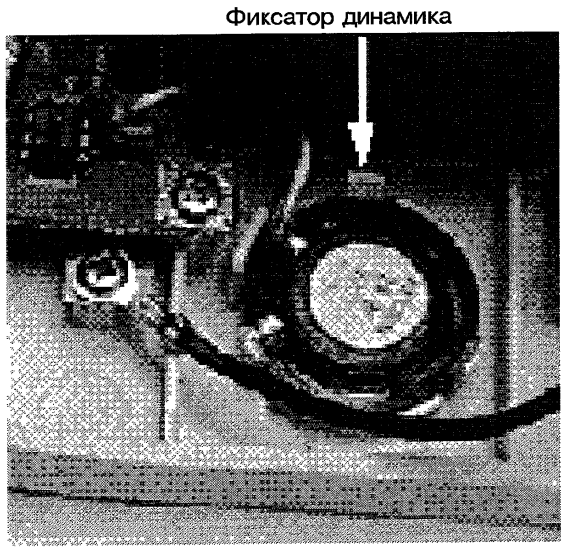

Рис. 4-49 **Динамик**
3. Большим пальцем оттяните крепежные лепестки так, чтобы можно было вынуть динамик из его гнезда (рис. 4-49).